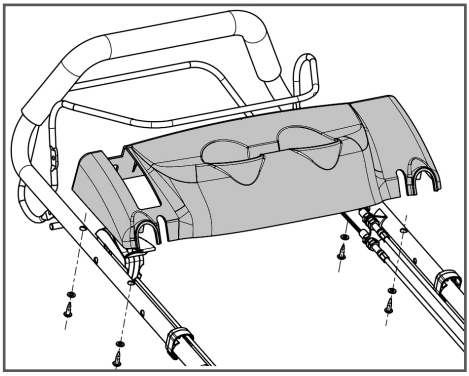

Рис. 8 Установка декоративной панели
8. Установите декоративную панель с подстаканниками на рабочую рукоятку и закрепите её с помощью винтов (Рис. 8).